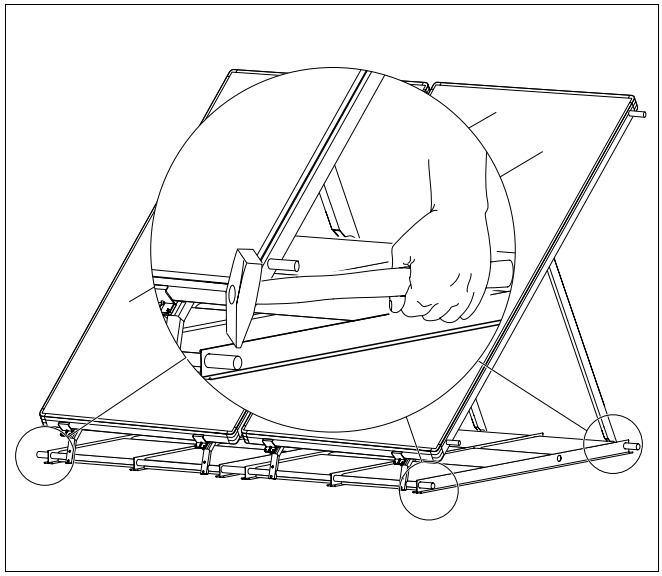

Afb. 53 Staander voor plat dak beveiligen
- Vervorm de buitenste T-profielen van een collectorveld (afb. 53) door met een hamer op de bovenzijde te slaan, tot de steunbuizen in de T-profielen gefixeerd zijn.